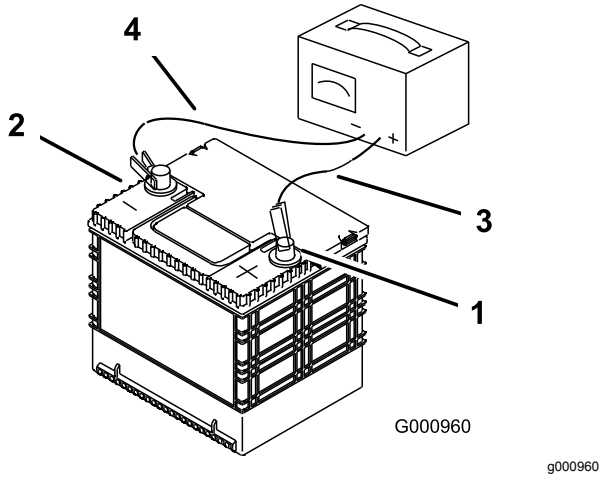

Figure 71
3. Quand la batterie est chargée au maximum, débranchez le chargeur de la prise, puis débranchez les fils du chargeur des bornes de la batterie (Figure 71).